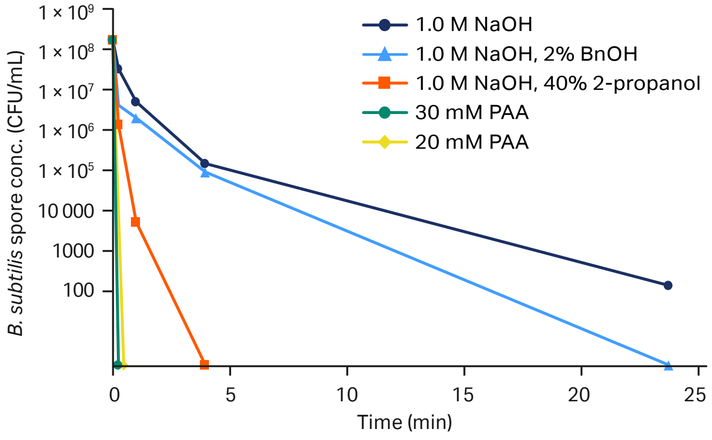

Fig 4.1. *B. subtilis* spore challenge test in 50% MabSelect SuRe resin slurry, showing sporicidal effects of 20 and 30 mM PAA at 15 to 30 min contact time.
Studies have shown that the oxidizing agent peracetic acid (PAA) is highly efficient in reducing bacterial spores. a more than 6-log reduction of *Bacillus subtilis* spores was obtained after a 15 min treatment with 30 mM PAA or after a 30 min treatment with 20 mM PAA (Fig 4.1). PAA is a strong oxidizing agent that might be expected to have a negative impact on the performance of chromatography resins, especially those containing protein ligands. However, studies have shown that PAA at limited contact (two to three times during the lifespan of MabSelect SuRe resin) provide a good safeguard against spore-forming bacteria, with low impact on resin performance and lifetime (3).